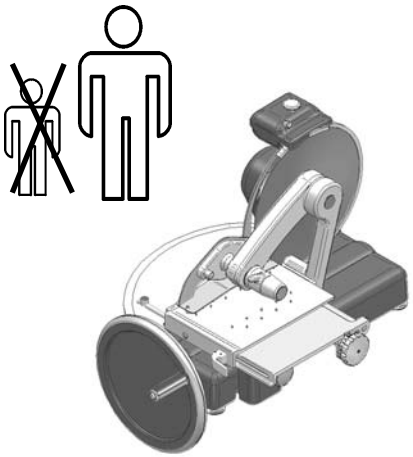

Abb. 20
- Kindern, Unbefähigten und jedenfalls nicht geschultem Personal sollte der Zutritt verboten werden (*Abb. 20*).